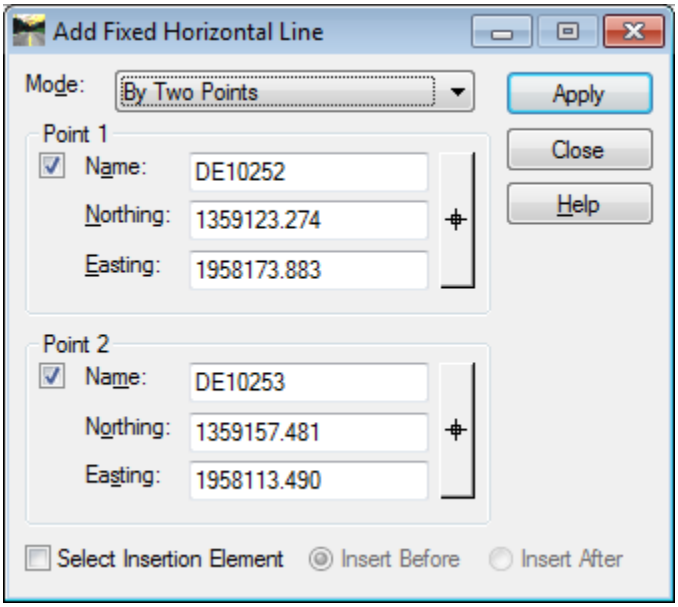

Figure L12-78 Add Fixed Horizontal Line
69.	**Create a Line from DE10252 to DE10253.** • In the **Add Fixed Horizontal Line** dialog, use the **Locate** button for **Point 1** to select **DE10252**. • In the **Add Fixed Horizontal Line** dialog, use the **Locate** button for **Point 2** to select **DE10253**. • Verify your entries in the **Add Fixed Horizontal Line** dialog match those shown in *Figure L12-78*. • Click **Apply**. • Left click in the MicroStation window to **Accept** the operation. • Verify your view in MicroStation matches that shown in *Figure L12-79* and the Line from **DE10252** to **DE10253** was drawn in MicroStation. • Do **not** close the **Add Fixed Horizontal Line** dialog.